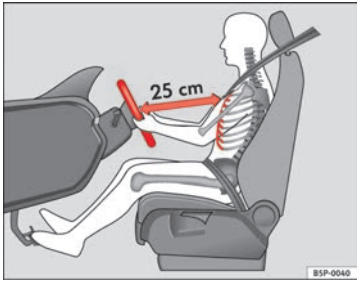

Abb. 138 Die richtige Sitzposition des Fahrers
– Stellen Sie das Lenkrad in die gewünschte Position ein ⇒ Abb. 138.
- **Stellen Sie den Fahrersitz bzw. das Lenkrad so ein, dass der Abstand zwischen Lenkrad und Brustbein mindestens 25 cm beträgt ⇒ Abb. 138. Wenn Sie den Mindestabstand nicht einhalten, kann Sie das Airbag-System nicht schützen – Lebensgefahr!**